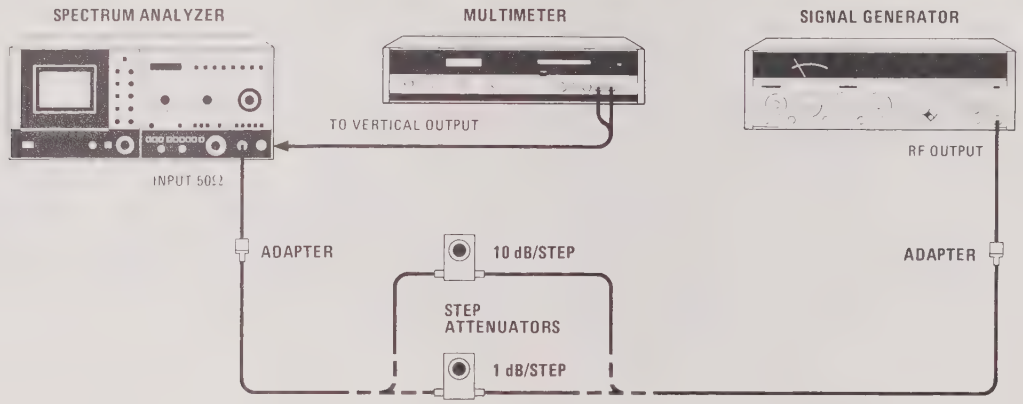

Figure 4-20. Display Accuracy Test Setup
c. Connect equipment as shown in Figure 4-20 using 10 dB/step attenuator. Set step attenuator to 0 dB. Set signal generator for an unmodulated 30 MHz output at approximately 0 dBm.